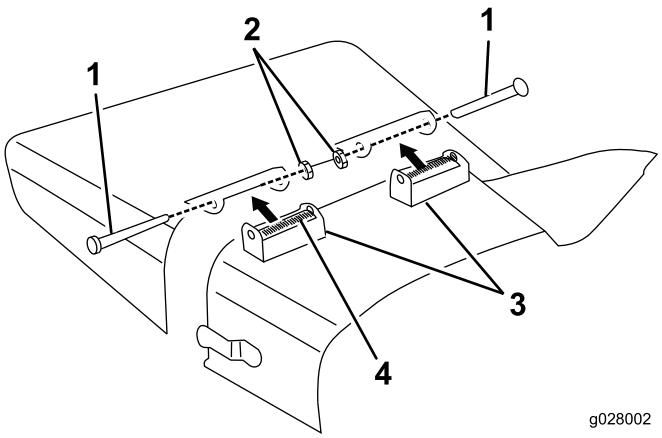

Figur 5
1. Afmonter de maskinskruer, låsemøtrikker og fjedre, der fastgør deflektorbeslagene til drejebeslagene (Figur 5).
2. Afmonter de bræddebolte og flangemøtrikker, der fastgør drejebeslagene til huset (Figur 5).